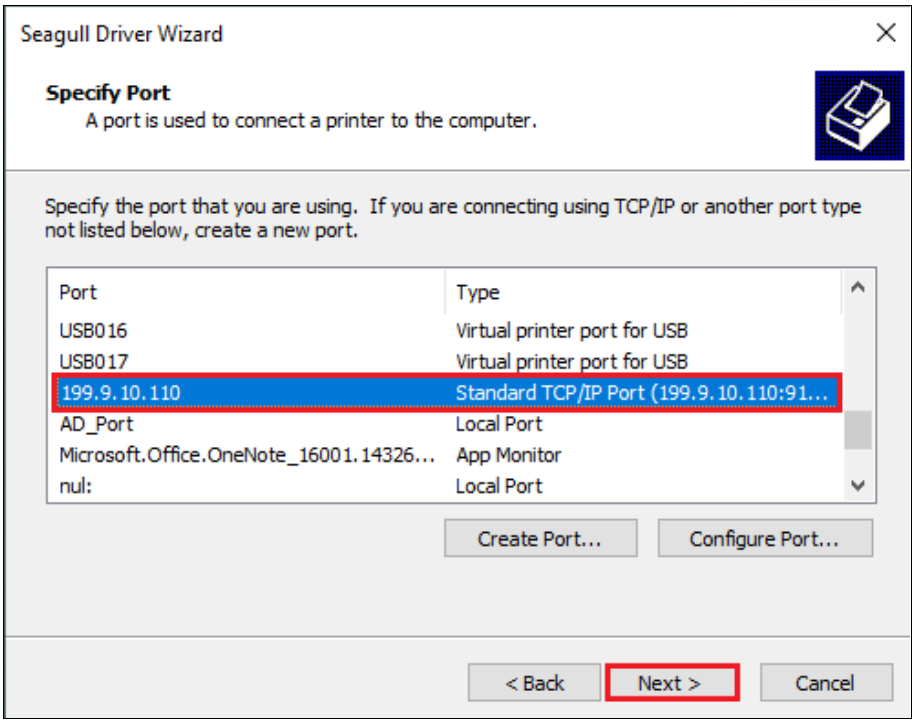

Figure 2-41 Specify Port Screen
9. Return to the "Specify Port" screen, select the TCP/IP Port that has been added, and click "Next", as shown in Figure 2-41.